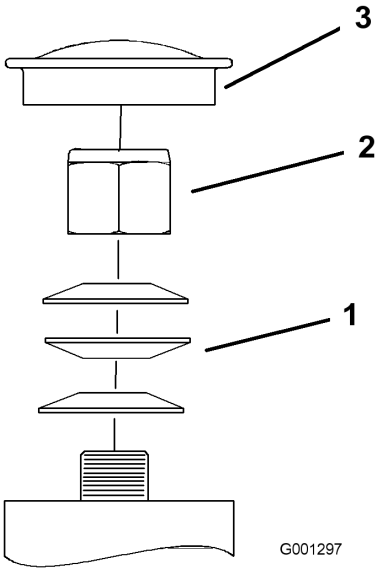

Figure 49
3. Retirez le capuchon anti-poussière de la roue pivotante et serrez le contre-écrou (Figure 49).
4. Continuez de le serrer jusqu'à ce que les rondelles élastiques soient aplaties, puis desserrez-le de 1/4 de tour pour obtenir la précharge correcte des roulements (Figure 49).
Important: Veillez à placer les rondelles comme illustré (Figure 49).
5. Remettez le capuchon anti-poussière en place (Figure 49).